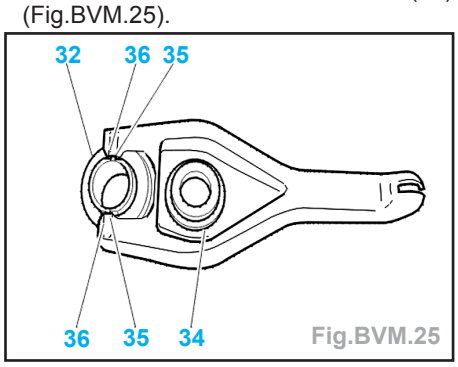

Fig.BVM.25
- Contrôler l'état du coussinet rotule (34) (Fig.BVM.25).